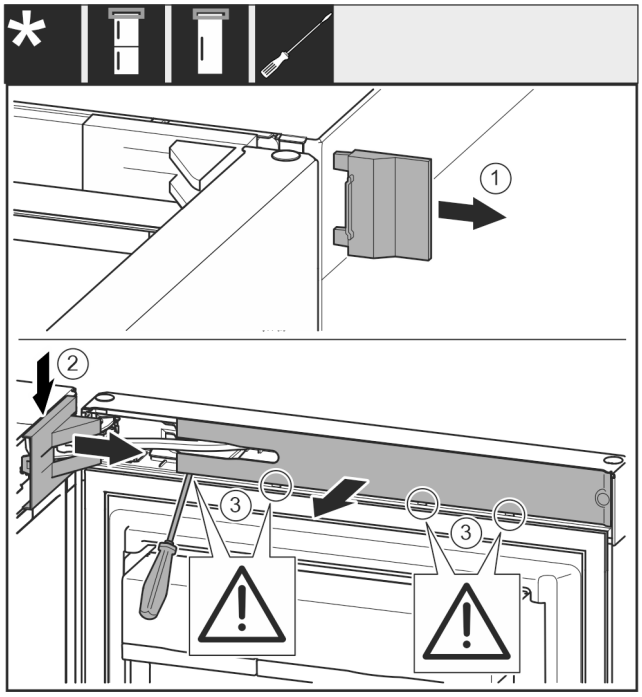

Fig. 12
▶ Remove cover *Fig. 12 (1)*.
▶ Disengage and loosen the swap bearing block cover *Fig. 12 (2)*.
▶ Remove the swap bearing block cover *Fig. 12 (2)*.
▶ Use a slotted screwdriver to unlatch the trim *Fig. 12 (3)* and swing it to the side.